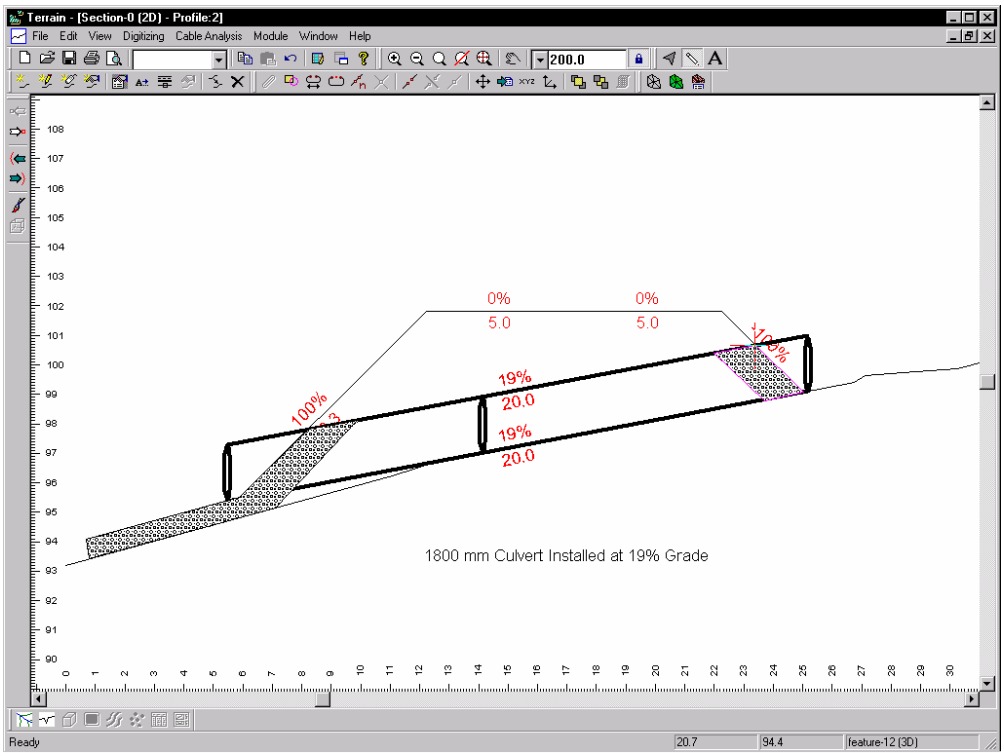

Figure 9.17: Culvert Cross Section with Annotation and Hatching
39. Press the *Draw New Feature* button and draw a polygon for the rock armor on the outlet side (see Figure 9.17).